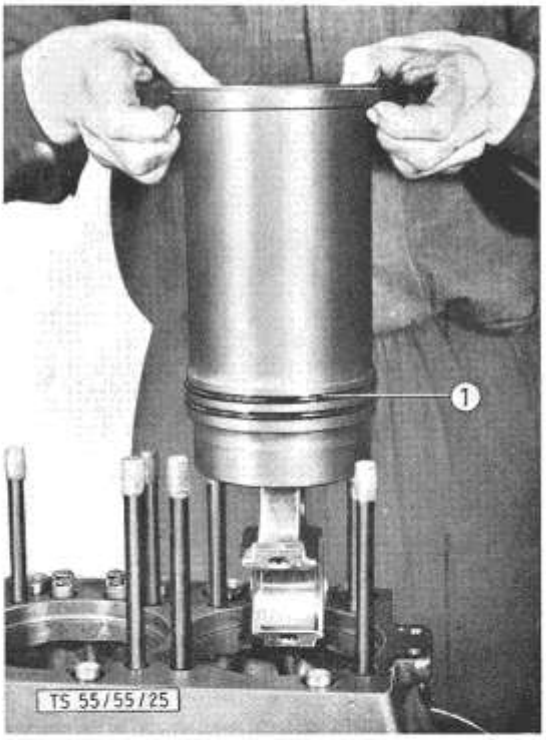

Bild 28: **Vormontierte Zylinderbüchse einbauen**
6. Zylinderbüchse mit eingebautem Kolben und Pleuelstange in das Motorgehäuse einführen (Bild 28).